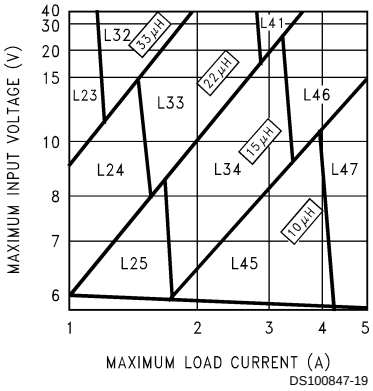
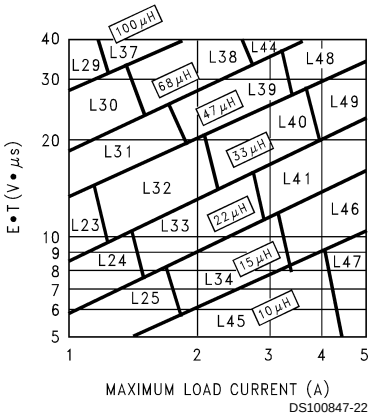

FIGURE 3. LM2679-3.3
FIGURE 6. LM2679-ADJ
Step 3: Determine the inductor required by using one of the four nomographs, *Figure 3* through *Figure 6*. Table 1 provides a specific manufacturer and part number for the inductor.
Step 5: Determine an input capacitor from Table 4 for fixed output voltage applications. Use Table 2 to find the specific capacitor type. For adjustable output circuits select a capacitor from Table 2 with a sufficient working voltage (WV) rating greater than Vin max, and an rms current rating greater than one-half the maximum load current (2 or more capacitors in parallel may be required).
Step 3: Use the nomograph for the 3.3V device ,*Figure 3*. The intersection of the 16V horizontal line (V_{in} max) and the 4A vertical line (I_{load} max) indicates that L46, a 15µH inductor, is required.
Step 3: To use the nomograph for the adjustable device, *Figure 6*, requires a calculation of the inductor Volt•microsecond constant (E•T expressed in V•µS) from the following formula:
Using *Figure 6*, the intersection of 27V•µS horizontally and the 3.5A vertical line (I_{load} max) indicates that L48 , a 47µH inductor, or L49, a 33µH inductor could be used. Either inductor will be suitable, but for this example selecting the larger inductance will result in lower ripple current.
Important Note: When using the adjustable device in low voltage applications (less than 3V output), if the nomograph, Figure 6, selects an inductance of 22µH or less, Table 6 does not provide an output capacitor solution. With these conditions the number of output capacitors required for stable operation becomes impractical. It is recommended to use either a 33µH or 47µH inductor and the output capacitors from Table 6.